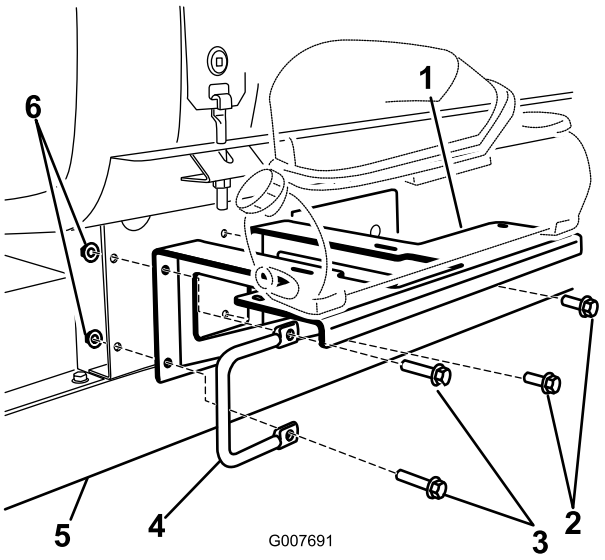

Figur 6
3. Monter beslaget på stellet med 2 bolte (3/8 x 1-1/4 tommer), 2 spændeskiver (3/8 tomme), 2 flangemøtrikker (3/8 tomme) (findes blandt løsdelene) samt det tidligere fjernede venstre håndtag og fastgørelsesanordningerne (Figur 6).